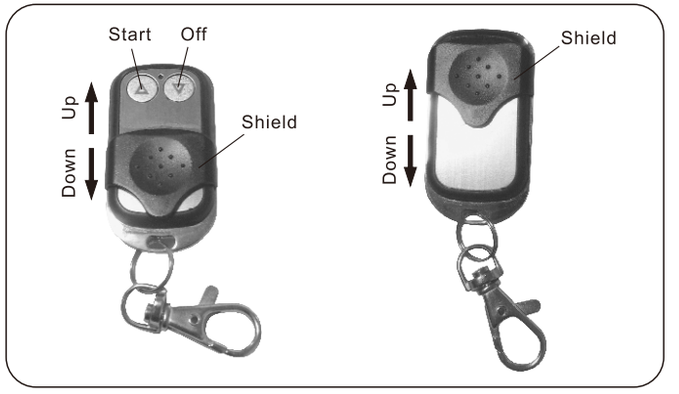

Figure 4
4、There are buttons of “ON” “OFF” and shield on the remote contro-ller. In order to avoid mis-operation, you may just move down the shield to touch the buttons of ON/OFF when needed. (Figure 4), and move it upward after setup to cover the buttons. The remote controller must be to prevent water and damp.